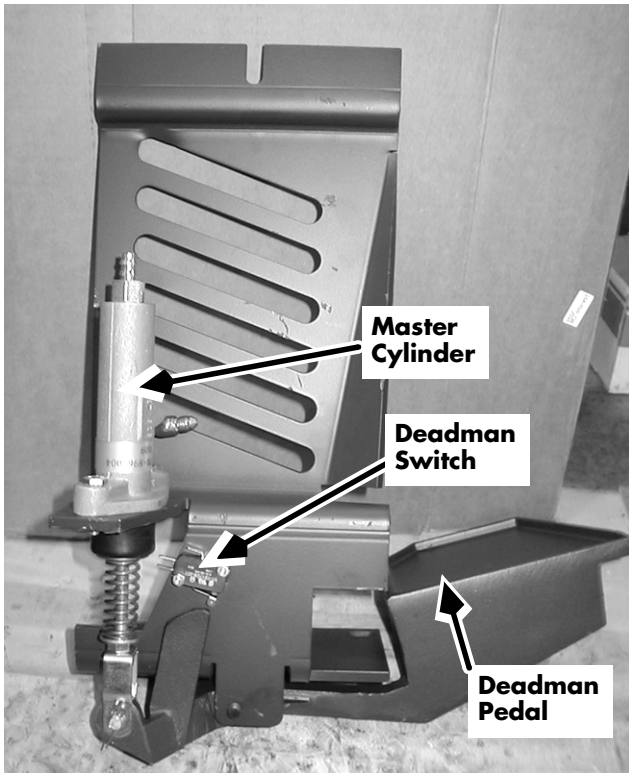

Figure 7-82: Deadman Pedal, Switch, and Master Cylinder Assembly (DS/DT/DZ)
a. Remove the two (2) bolts in the operator compartment floor plate near the deadman pedal. Remove the upper retaining nut and washer. Remove the plate and the attached deadman pedal and master cylinder. See Figure 7-82.
b. Remove the machine screws securing the deadman switch to the plate. Remove the deadman switch. See Figure 7-82.